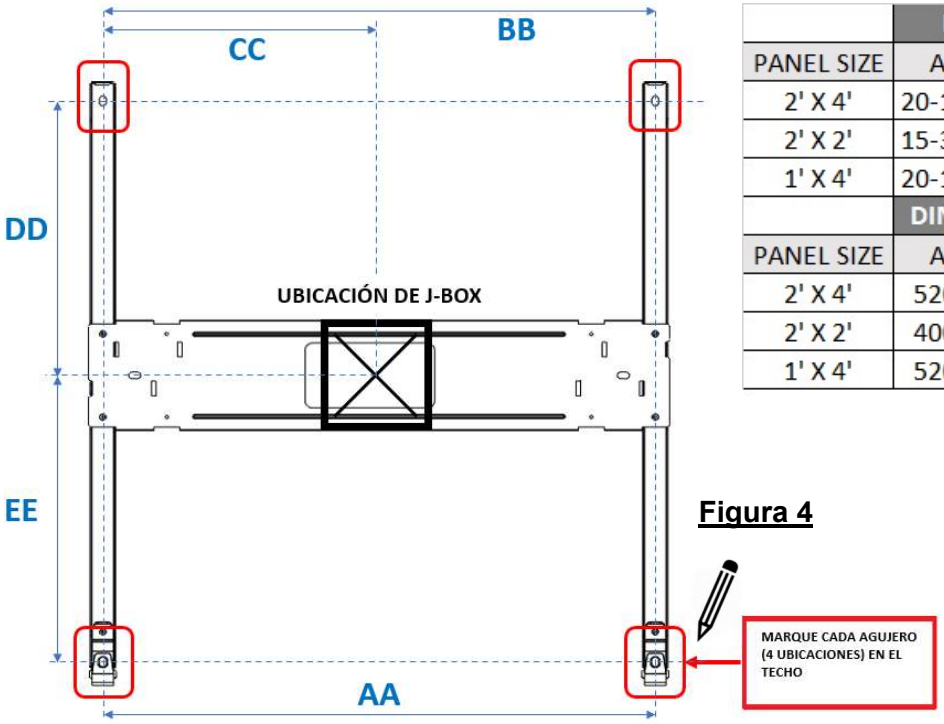

Figura 4
- Coloque el soporte de montaje junto a la caja de conexión como se muestra en la Figura 4 (Dim CC y DD) y marque cuatro (4) orificios de montaje.
- (Para techo de panel de yeso): Perfore cuatro (4) orificios de montaje con la broca de ½" en los lugares previamente marcados